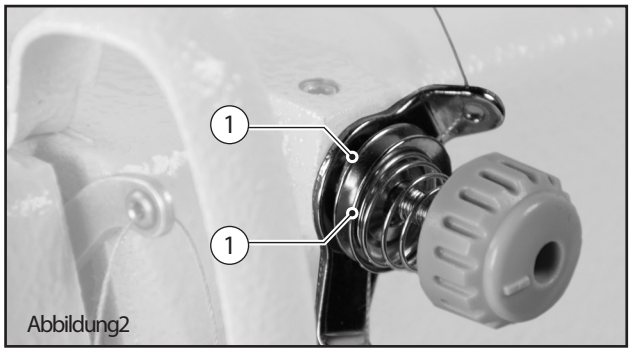

Abbildung2
Wenn sich der Hebel (A) (Abb. 1) in der linken Position befindet, sollen die Spannungsscheiben (1) (Abb. 2) ca. 0,5 mm bis 1 mm geöffnet sein.